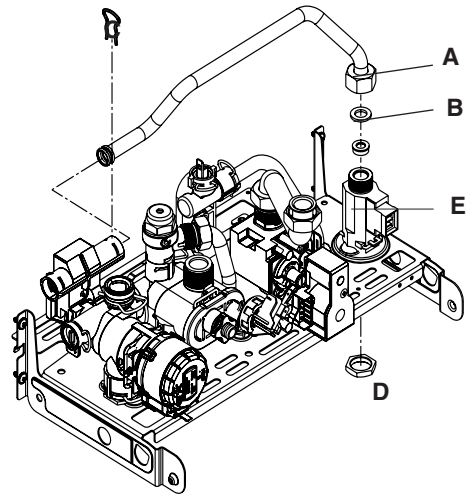

Fig. 41
6.20.1 DHW FLOW RESTRICTOR (fig. 41)
6.20.2 DHW FLOW SWITCH (fig. 41)